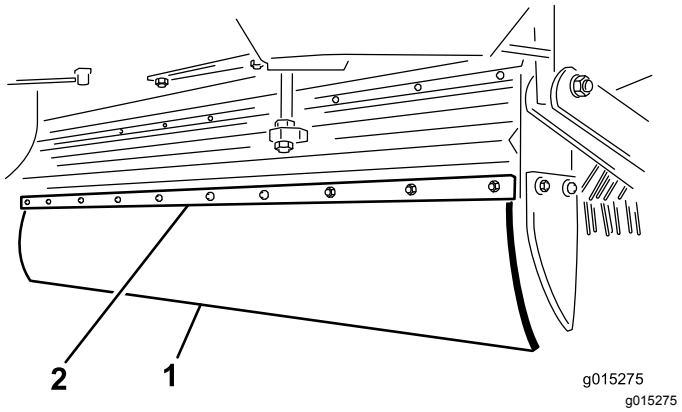

Figuur 25
2. Verwijder de 10 bouten, ringen en moeren op de flap en de flaphouder (Figuur 25).